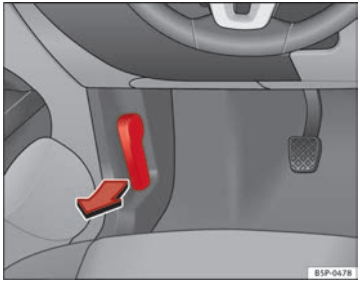

Fig. 162 Dettaglio del vano piedi sul lato del conducente: leva per l'apertura del cofano del vano motore.
– Tirare la leva situata sotto il cruscotto ⇒ fig. 162 nella direzione indicata dalla freccia. Il cofano si sblocca sotto la spinta di una molla ⇒ ⚠.